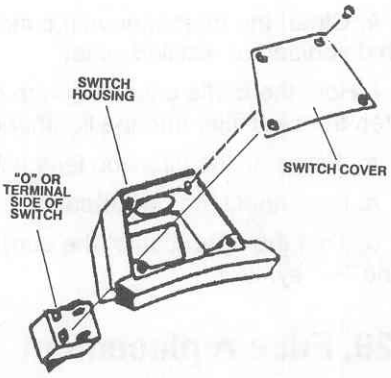

Figure 3-30. Rocker switch.
(3) Disconnect the lighthead cable.
(4) Position the lighthead for access to the rocker switch illustrated in figure 3-30.
(5) Remove the four Phillips screws fastening the switch cover.
(6) Remove the cover and set it and the four screws aside.